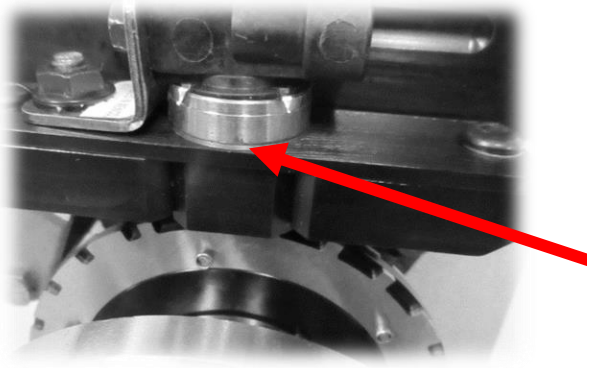

Figure 22
16. Remove the crank sensor and add one of the supplied round stainless shims under the crank sensor. Reinstall the crank sensor, ensure it seats fully and ensure to tighten the retaining nut down. See Figure 22.